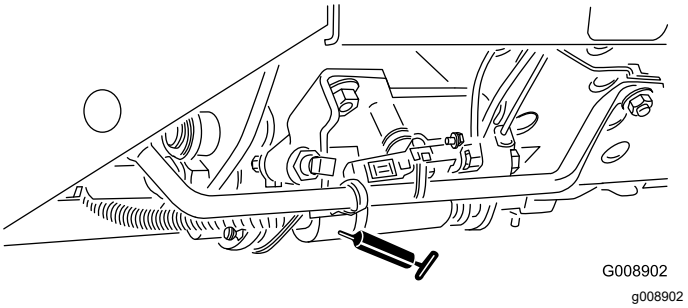

Figur 53
- Klippe-/transportpedal (Figur 53)